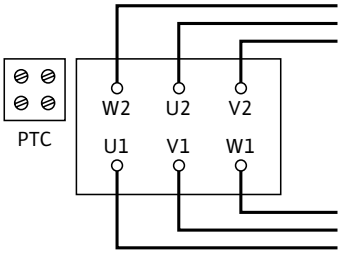

Рис. 45: Пуск Y-Δ (стандартный вариант)
Схема электроподключения находится в клеммной коробке (см. также Рис. 45/46).
- Электроподключение к клеммной колодке зависит от мощности двигателя P2, от сетевого напряжения и от типа пуска. Необходимое переключение соединительных перемычек в клеммной коробке можно определить по следующей таблице «Табл. 4. Распределение клемм» на стр. 27 и Рис. 45/46.
Пуск Y–Δ (стандарт)	Соединительные перемычки удалить (Рис. 45)